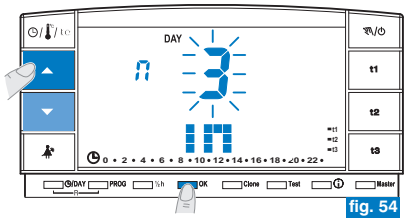

fig. 54
- En pantalla aparece (parpadeando) el mes anteriormente configurado en la función **OUT**, con las teclas ▲▼ configurar el mes en el que se pretende finalizar el recuento (regresar a la vivienda); confirmar pulsando la tecla **OK** (fig. 54).